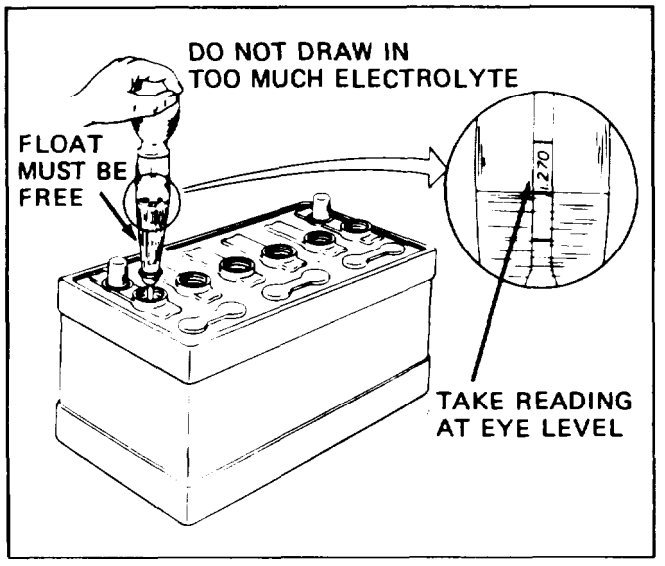

Figure 4-38. Checking Battery Specific Gravity
c. Take readings on the hydrometer as shown in figure 4-38. Battery will need charging if the specific gravity reads 1.225 (or less) at 75°F.